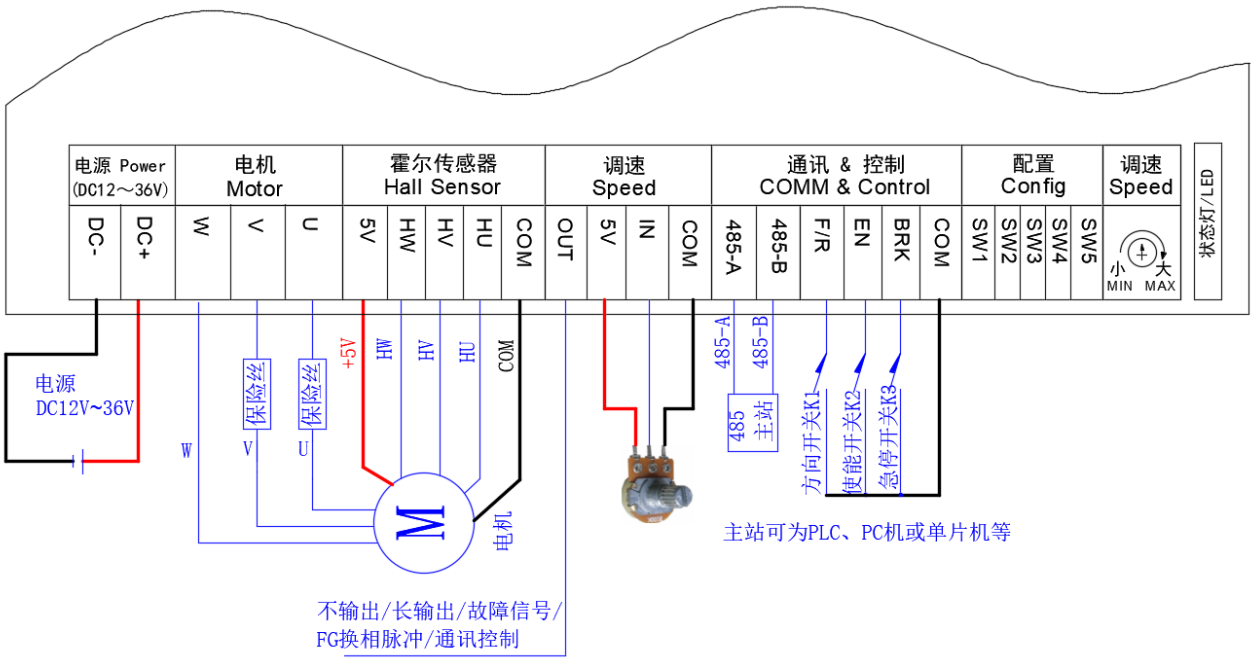
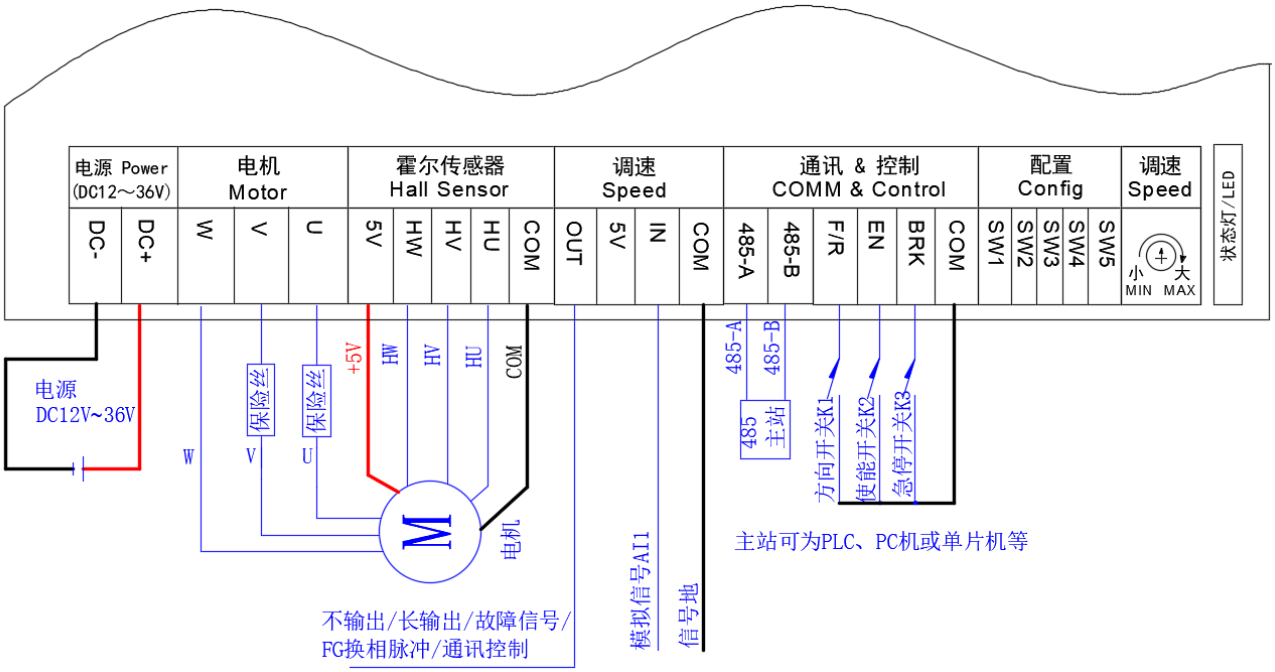

图 6.7 有感外部电位器闭环控制接线图
图 6.8 有感外部模拟量闭环控制接线图
断开驱动器电源，接线如图 6.7 或图 6.8 所示。
- 外部电位器：电位器 VR 两不动端接 5V 和 COM，动端接 SV，用于调速。当电位器动端由 COM 滑向 5V 过程中，电机转速由零到最高转速。接线如图 6.7。
- 外部模拟量输入：SV 接模拟信号 AI1，用于电机调速。COM 接信号地。当 AI1 由 0 到最大值过程中，电机转速由零到最高转速。接线如图 6.8。